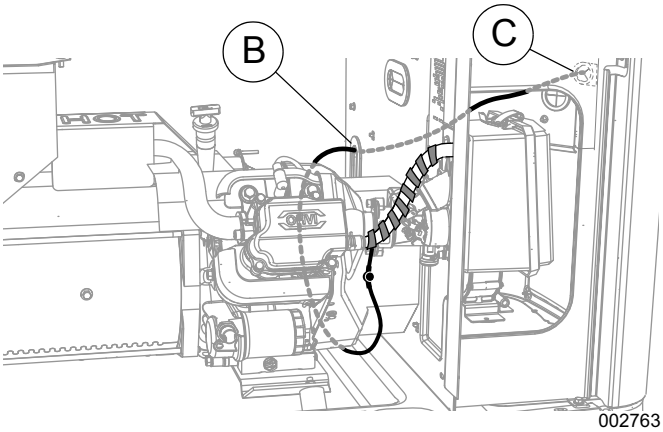

Figure 5. Lead Wires to Customer Connection (9 kW)
3. See *Figure 5*. Pass the lead wires through the harness grommet (B) in the engine divider panel. and then through the customer connection panel grommet (C). Secure all wires with plastic wire ties at least 0.5 in. (1 cm) away from fuel hoses.